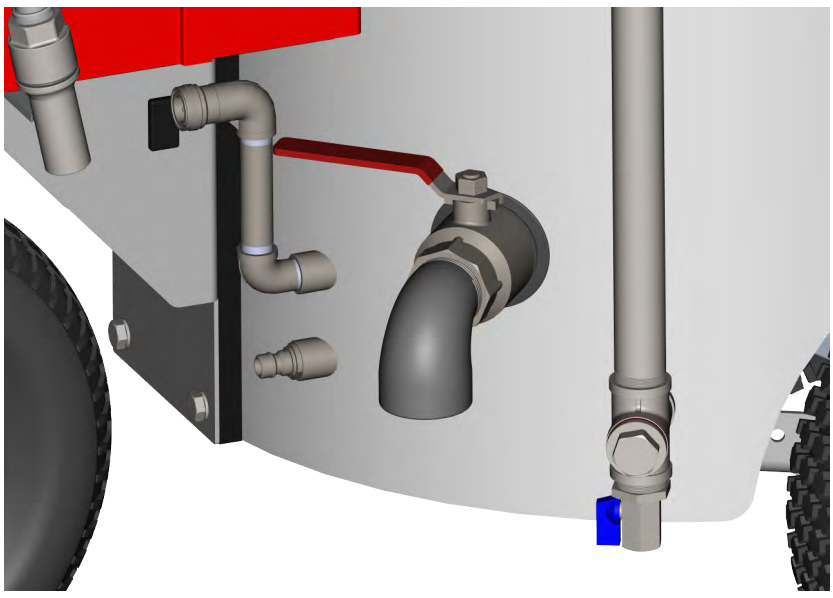

Afbeelding 23: Aftapkraan met hendel
2. Zet een geschikte opvangbak onder de mond ② van de aftapkraan (zie „Afbeelding 23: Aftapkraan met hendel“.)
3. Open de aftapkraan, door de hendel ① rechtsom te draaien (zie „Afbeelding 23: Aftapkraan met hendel“.)
5. Sluit de aftapkraan, door de hendel ① linksom te draaien naar de oorspronkelijke stand.